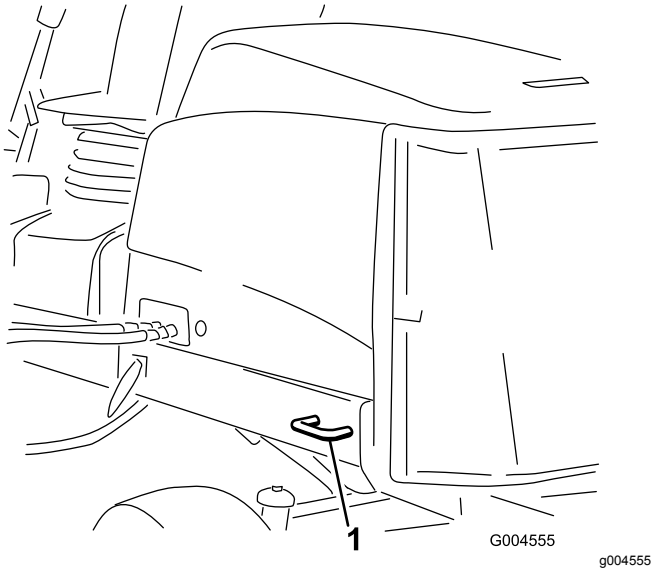

Figur 24
- **Baksiden av maskinen** – på hver side av maskinen på den bakre rammen (Figur 24)